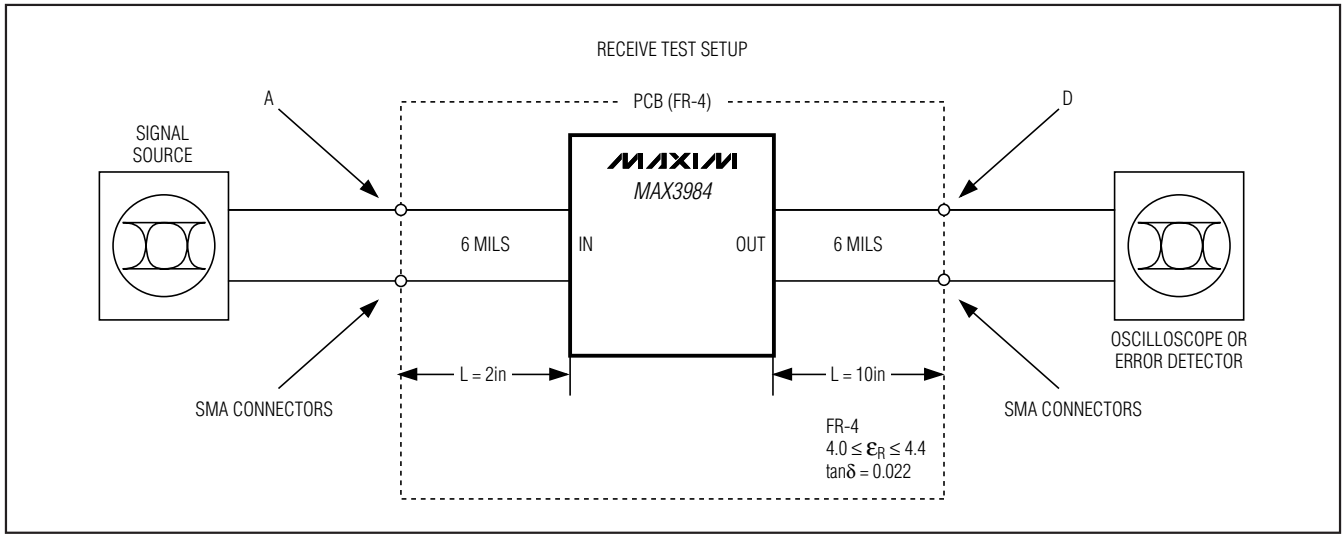

Figure 3. Receive-Side Test Setup (The points labeled A and D are referenced for AC parameter tests.)
Note 7: Pattern is 0000011111 or equivalent pattern at 10Gbps and 100mV_{P-P} differential swing. IN_LEV = logic-low and PE0 = PE1 = logic-low for minimum preemphasis. Signal transition time is controlled by the 4th-order BT filter (7.5GHz bandwidth) or equivalent. See Figure 3 for setup.
Note 10: Input range selection is IN_LEV = logic-low. Residual deterministic jitter is the difference between the source jitter at point A and the load jitter point D in Figure 3. The deterministic jitter (DJ) at the output of the transmission line must be from media induced loss and not from clock source modulation. DJ is measured at point D of Figure 3.